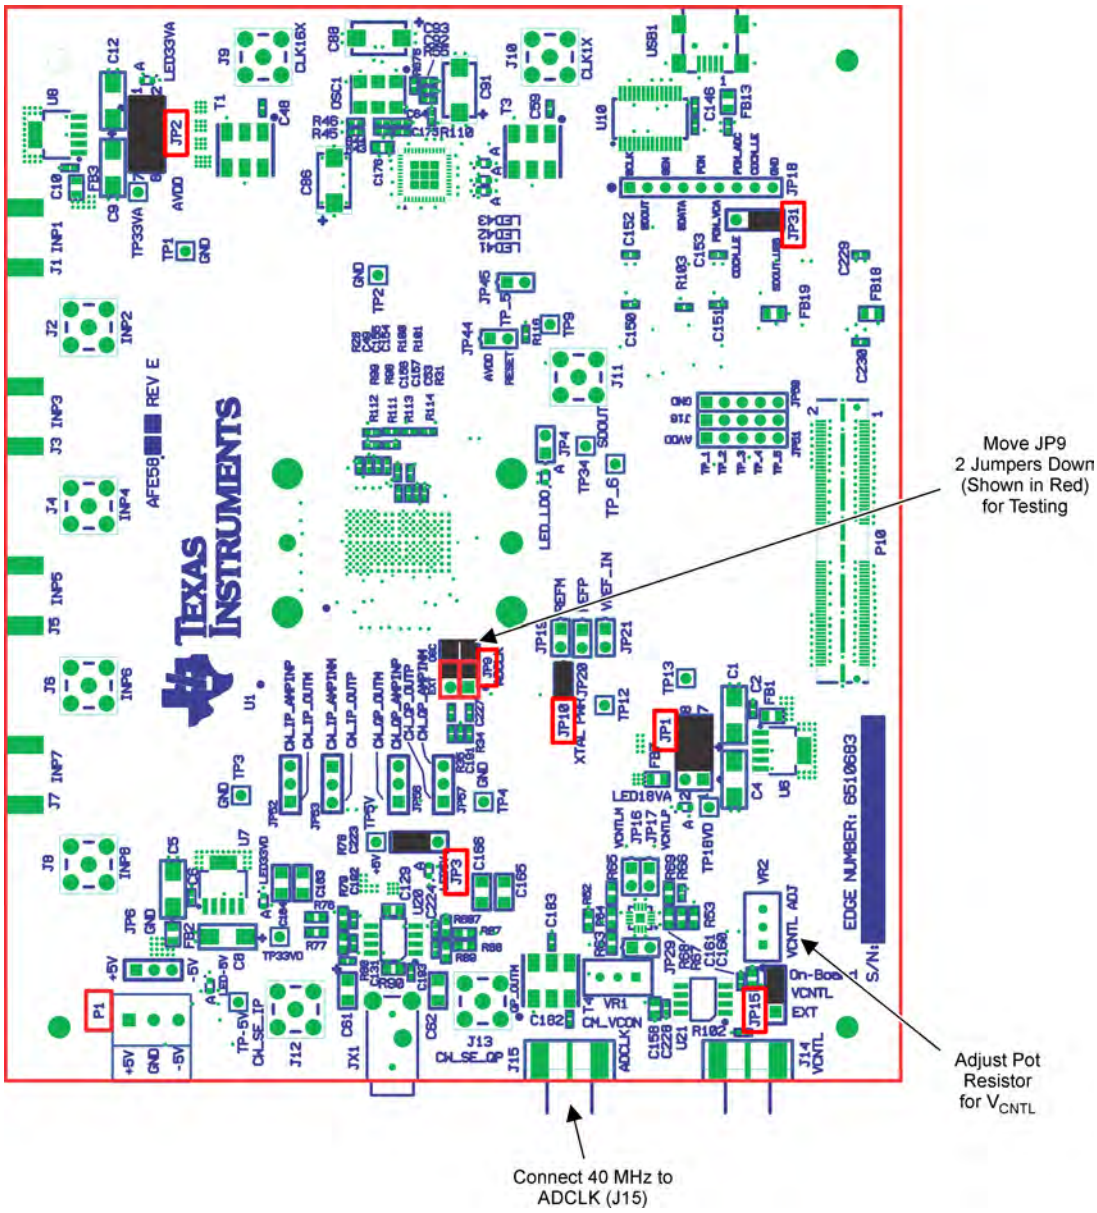

Figure 1. AFE5803EVM Basic Configuration
Figure 1 shows the default configuration of the EVM from the factory. The accompanying list identifies the basic components on the EVM board.
6. JP31 always set as Figure 1.
Two EVMs are required to evaluate the AFE5803 device. The following illustration shows the exact setup of these two boards and external connectors. For the default configuration as shown in Figure 1, it is unnecessary to have an external sampling clock and external Vcntl supply. The onboard CMOS clock and onboard Vcntl are used.
J1 through J8	Analog Input signals for Ch1 through Ch8. Connect to a signal generator. A bandpass filter must be applied between the generator and the SMA to get a better result. (See Figure 1 .)